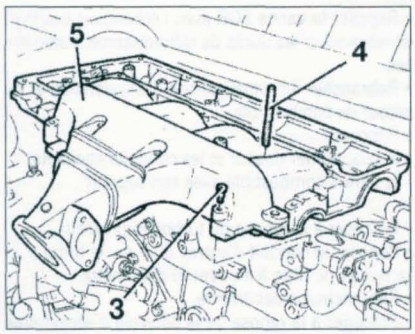

FIGURE 1-24
• Dévisser les vis de fixation (3) et les goujons (4) et déposer la culasse supérieure (5) **(figure 1-24)**.